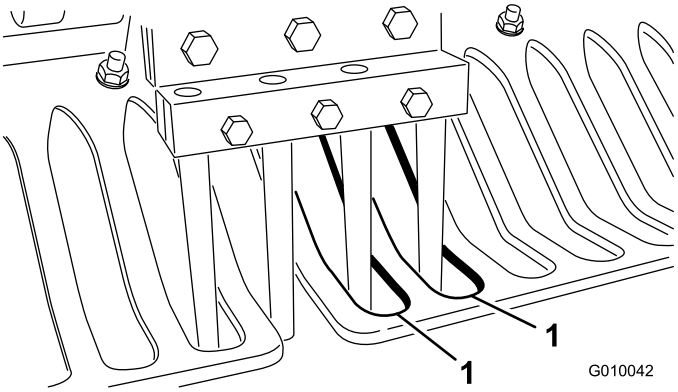

**Figuur 26**
6. Controleer of de tanden zich in het midden van de openingen in de beschermvingers bevinden (Figuur 26). Verstel indien nodig de beschermvingers en draai de moeren vast.